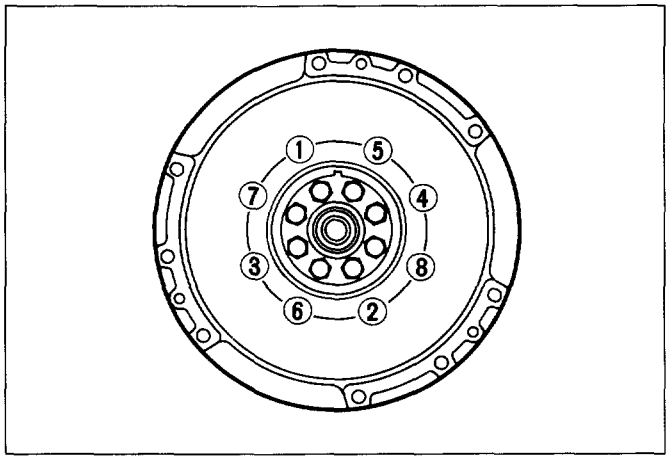

Fig. 7C-25
6. Fulcrum bridge (Fig. 7C-26)